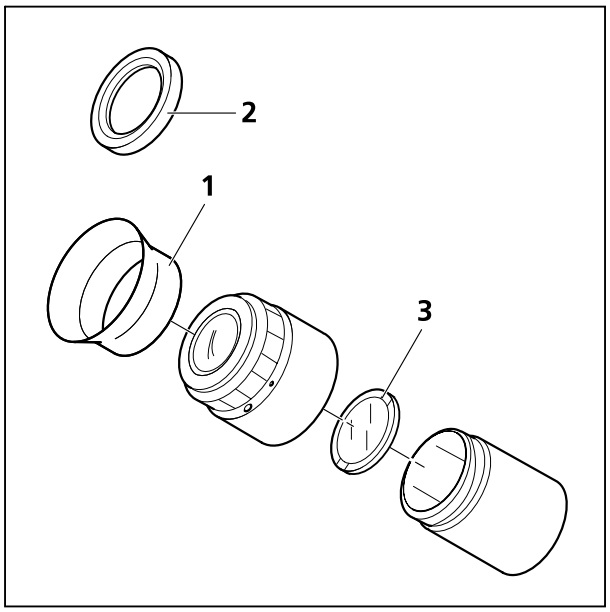

Bild 3-6 Okular-Strichplatte einsetzen
Bei Okularen, die mit einem roten Punkt versehen sind, ist das Einsetzen von Okular-Strichplatten (Bild 3-6/**3**) möglich.
- Dazu die Brillenschutzringe (Bild 3-6/**2**) von den Okularen abziehen und die Augenmuscheln (Bild 3-6/**1**) aufsetzen.